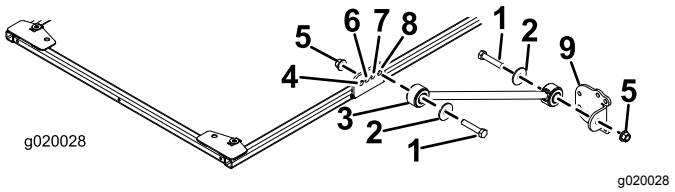

Figura 20
- Para os Modelos 03820, 03821, 30604, 30605, 30608 e 30609 em cada lado da estrutura do toldo, monte sem apertar completamente uma cinta no furo **traseiro** do suporte de cinta com um parafuso (½ pol. x 2½ pol.), anilha (½ pol.) e porca flangeada (½ pol.), como se mostra na Figura 20.
8. Instale sem apertar completamente um suporte de cinta em cada cinta usando um parafuso (½ pol. x 2½ pol.), anilha (½ pol.) e uma porca flangeada (½ pol.), como se mostra na Figura 20.